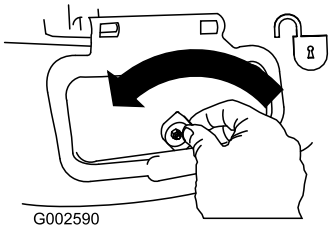

Figure 19
1. Unlock the side-discharge door (Figure 19).